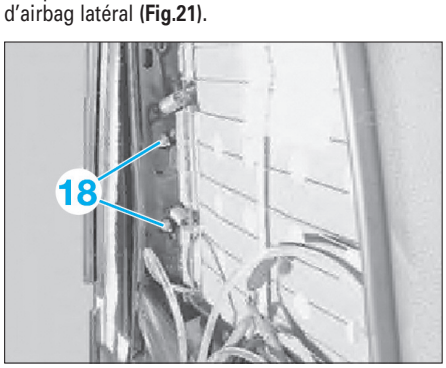

Fig. 21
• Déposer les écrous de fixation (18) du module d'airbag latéral **(Fig.21)**.